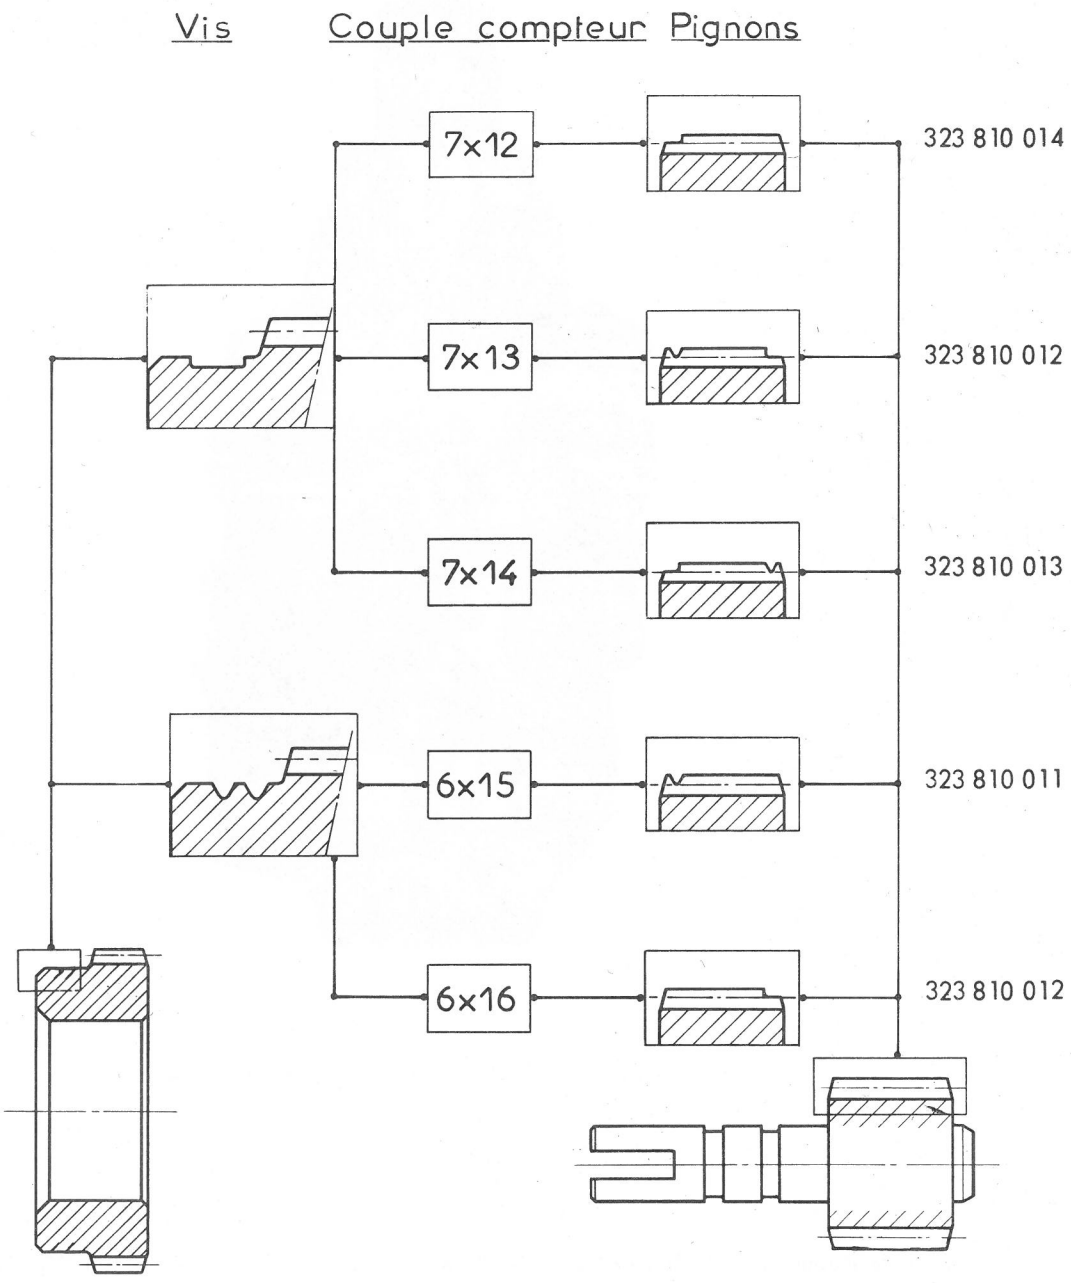

Figure 1 : Identification des pignons et vis de compteur
(1) Pour identification des vis et pignons voir Figure 1
Seules les boîtes sans pignon de compteur seront fournies par le Service des Pièces de Rechange. Il est nécessaire de commander en plus, le pignon de compteur suivant les indications de la Fig. 1.